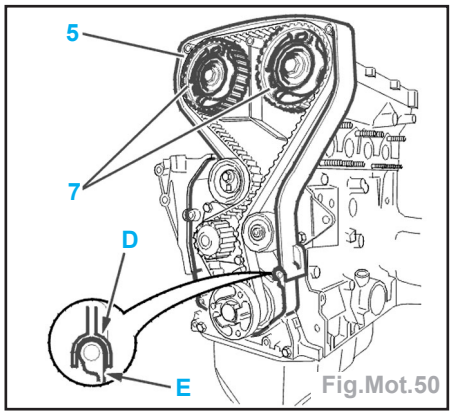

Fig.Mot.50
- Reposer le carter de distribution (5) en engageant correctement l'encoche (D) du carter dans la nervure (E) de la plaque porte-joint (Fig.Mot.50).